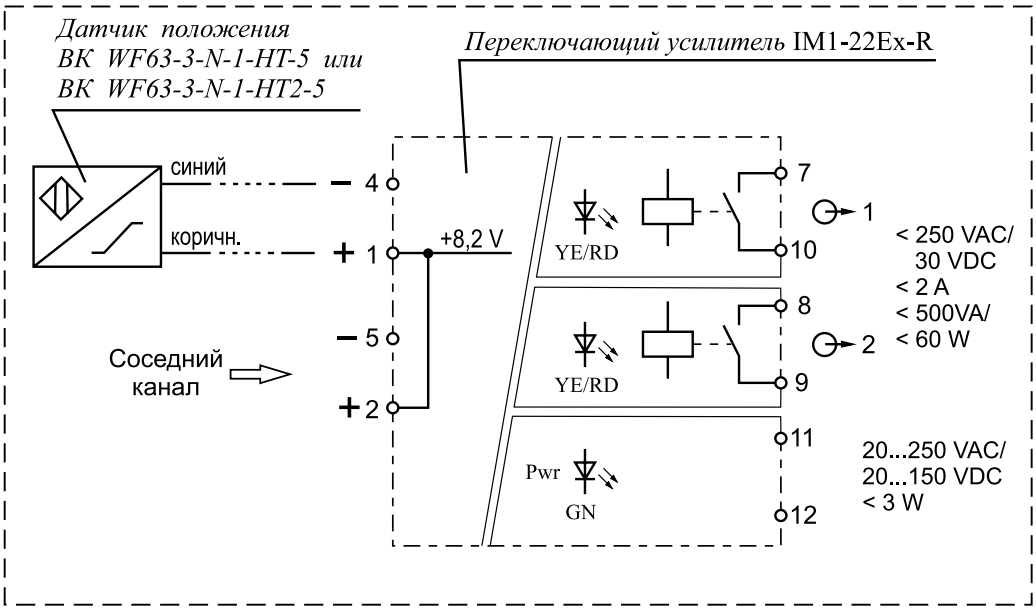

Рис. 1-7
18. Электрический монтаж датчика положения для клапанов во взрывозащищенном исполнении производите в соответствии со схемой рис. 1-7. Датчик положения имеет специальный уровень взрывозащиты (маркировка 0ExiaIICT6). Длина кабеля, поставляемого с датчиком составляет 5 м. Возможно комплектование датчиком положения с длиной кабеля 20 м (длина кабеля датчика положения во взрывозащищенном исполнении должна быть указана в заказе).
В комплекте с клапаном во взрывозащищенном исполнении с датчиком положения поставляется переключающий усилитель IM1-22Ex-R производства фирмы “Turck” (Германия). Схема подключения переключающего усилителя к датчику положения во взрывозащищенном исполнении приведена на рис. 1-7.
Переключающий усилитель IM1-22Ex-R является двухканальным устройством. В случае выхода из строя одного из каналов переключающего усилителя произведите переподключение датчика положения на другой (соседний) канал. Съем сигнала с усилителя производите с выхода соседнего канала (см. рис. 1-7 и руководство по эксплуатации на переключающий усилитель).